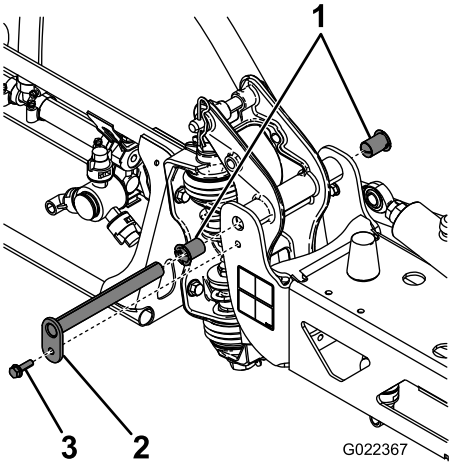

Figur 41
3. Når bommens vægt er understøttet, kan du fjerne den bolt og møtrik, der fastholder drejetappen på bommen (Figur 41).
6. Fjern og efterse nylonbøsningerne fra akselbeslagets for- og bagside (Figur 41).
8. Monter bommen og aksebeslaget på midterstellet, og tilpas åbningerne (Figur 41).